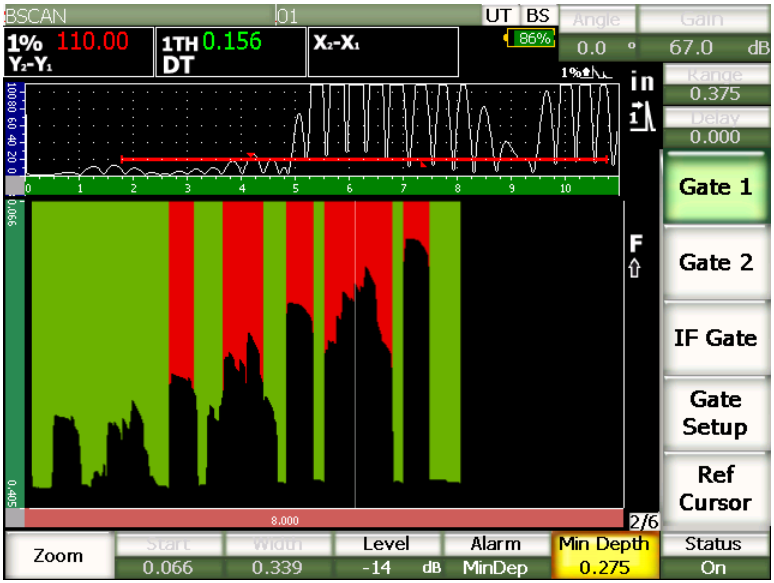

Figure 11-41 Adjusting the minimum depth value
- Select **Gate 1 > Min Depth** (see Figure 11-41 on page 297).